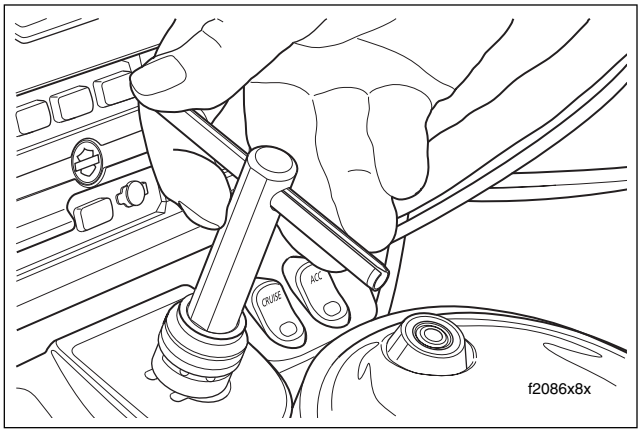

Figure 8-73. Bottom Alignment Tool in Threaded Post and Rotate to Desired Position
After removal of the knob, the IGNITION SWITCH ALIGNMENT TOOL (HD-45962) may be used to move the switch to other positions as required. Insert tool until bottom of handle contacts top of threaded post, and then rotate handle in a clockwise direction to the selected position. See Figure 8-73.
a. Insert alignment tool until bottom of handle contacts top of threaded post, and holding front forks at the left fork stop, rotate handle of tool in a counter-clockwise direction until fork locks. See Figure 8-73.